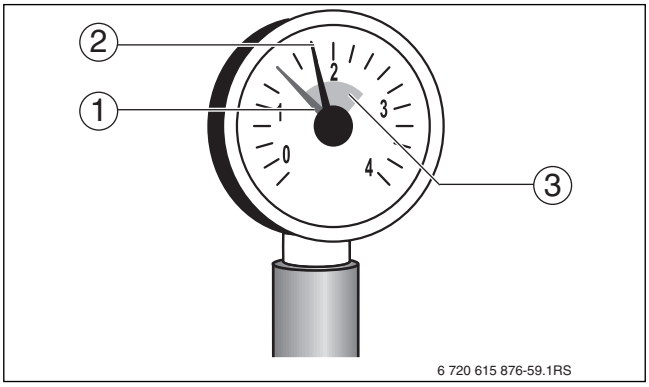

Рис. 5 Манометр для закрытых систем отопления
- Осторожно откройте водопроводный кран и медленно заполните отопительную систему. При этом наблюдайте за показаниями манометра (→ рис. 5, стр. 8).